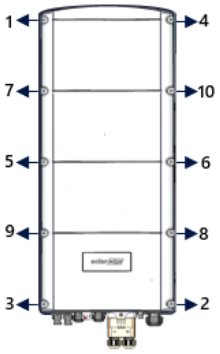

*Figure 4 Removing the Inverter Cover*
10. Remove the Inverter cover – release the screws in the order shown in Figure 4.
13. Close the Inverter cover – make sure to torque the screws in order (see Figure 4).